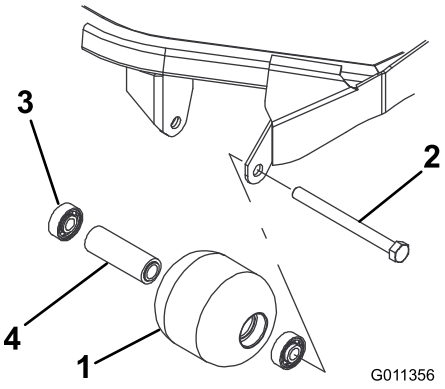

Figur 71
1. Fjern rullemonteringsbolten (Figur 71).
4. Efterse rullehuset, lejerne og lejeafstandsklodsen for skader (Figur 71). Udskift beskadigede komponenter, og saml igen.
1. Tryk det første leje ind i rullehuset (Figur 71). Tryk kun på den yderste løbering eller lige meget på den inderste og den yderste løbering.
2. Indsæt afstandsklodsen (Figur 71)
3. Tryk det andet leje ind i rullehuset (Figur 71), idet du trykker lige meget på den inderste og den yderste løbering, indtil den inderste løbering berører afstandsklodsen.